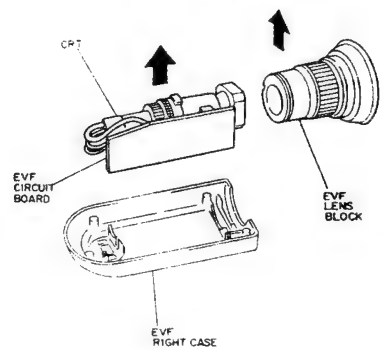

Fig. 2-122
1) Remove the EVF circuit board, CRT and EVF lens block from the right case in the direction of the arrow. (See Fig. 2-122)